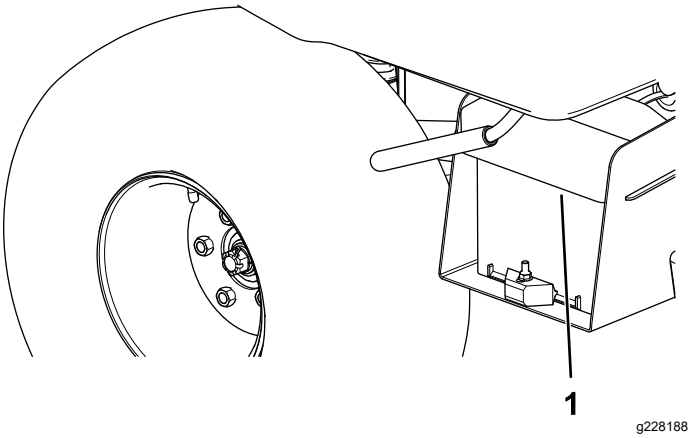

**Figur 4**
1. Klem batteridekselet for å løsne tappene fra batteribasen (Figur 4).
2. Fjern batteridekselet fra batteribasen (Figur 4).
6. Sett batteridekselet på batterikassen (Figur 4).
7. Klem batteridekselet, innrett tappene til batteribasen og slipp batteridekselet (Figur 4).